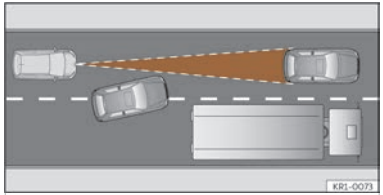

Abb. 115 Fahrspurwechsel eines anderen Fahrzeugs.
- Fahrzeuge, die in geringem Abstand auf die eigene Fahrspur wechseln ››› **(Abb. 115)**.